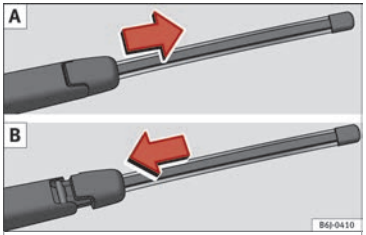

Fig. 73 Removing and fitting the rear window wiper blade.
- Slide the blade adapter in the direction of the arrow and remove the blade ››› Fig. 73 **A**.
- Place the blade as shown in ››› Fig. 73 **B** and slide the adapter along until it engages.